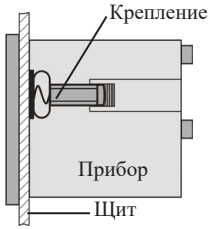

Рис. 2 – Установка прибора
3. Закрепите прибор в щите с помощью двух креплений (входят в комплектацию прибора) таким образом, чтобы щит оказался между передней панелью и креплением (рис. 2).